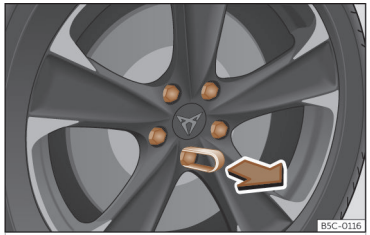

Abb. 224 Rad: Radschrauben mit Deckel.
- Schieben Sie die Kunststoffklammer (Bordwerkzeug ››› **(Abb. 195)**) so weit auf die Abdeckkappe, bis sie einrastet ››› **(Abb. 224)**.